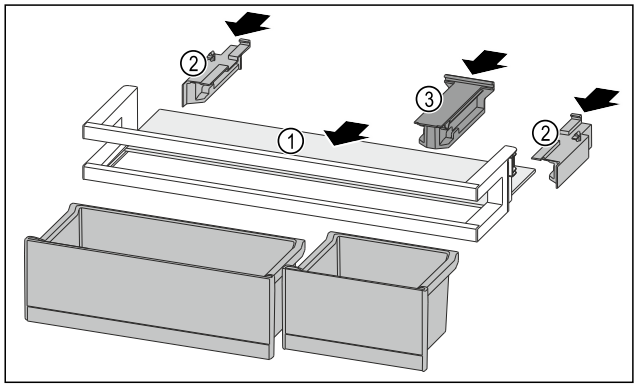

Fig. 251
- ▶ Push the shelf *Fig. 251 (1)* into the side recesses.
- ▶ Insert the side parts *Fig. 251 (2)*.
- ▶ Insert the holding part *Fig. 251 (3)*.